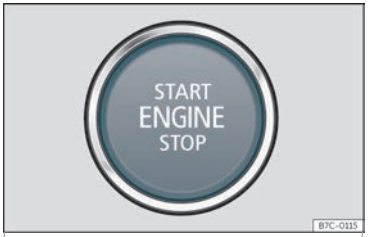

Abb. 138 Starterknopf.
Wenn das Fahrzeug entriegelt wird, blinkt der Starterknopf››› **Abb. 138**, um auf ihn aufmerksam zu machen.
• Starterknopf drücken>>> **Abb. 138** ohne Gas zu geben. Zum Anlassen des Motors muss sich ein gültiger Fahrzeugschlüssel im Fahrzeug befinden. Nach dem Anlassen des Motors leuchtet der Taster START ENGINE STOP dauerhaft und zeigt so an, dass der Motor angelassen ist[1].
- Starterknopf kurz drücken››› **Abb. 138** .